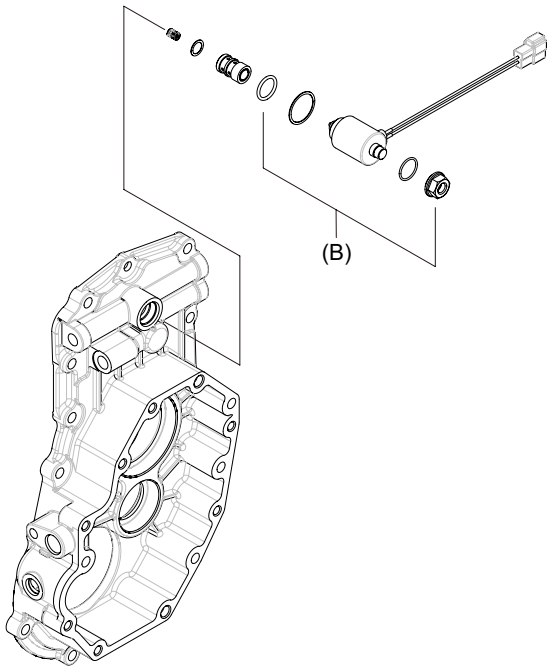

Fig. 3
- If the pressure is less than specifications, perform the same test on **port situated opposite from that tested above** and compare the pressure readings. If there is a difference, check the solenoid valve (Fig. 3, (B)) for sticking or a missing shim, or for malfunctioning of the solenoid itself.